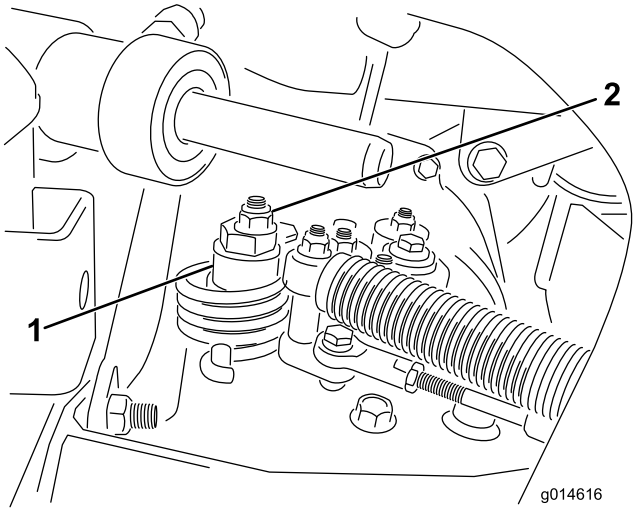

Figur 47
A. Lossa muttern som fäster excenterbulten på hydrostatens ovandel (Figur 47).
C. Vrid excenterbulten tills maskinen inte kryper i någon riktning. När hjulet slutar rotera drar du åt muttern som låser excenterbulten och justeringen (Figur 47). Kontrollera justeringen med gasen i det långsamma och snabba läget.